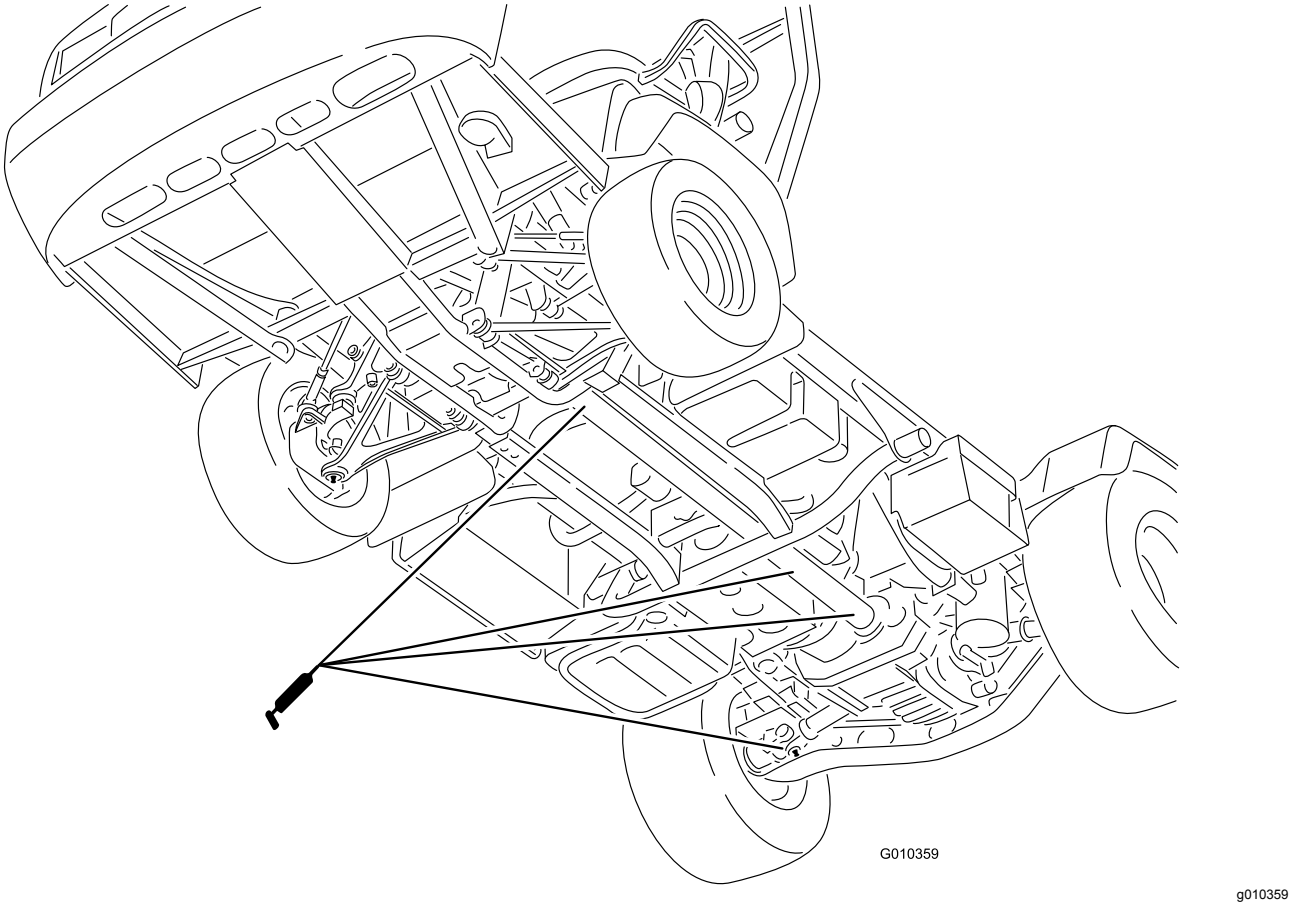

Figur 32
- **U-samling (18)**, se Figur 32
- **Aksel til firehjulstræk (3)**, se Figur 32